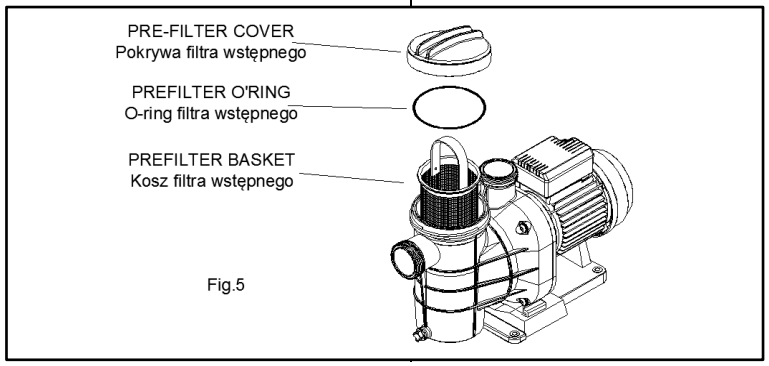

Fig.5
1. Open the lid of the pre-filter (Fig. 5).
4. Close the pre-filter without forgetting to place the joint in their seat. (Fig. 5)
1. Otworzyć pokrywę filtra wstępnego (rys. 5).
4. Zamknąć filtr wstępny, pamiętając o prawidłowym osadzeniu uszczelki (rys. 5).
- In models with pre-filter, the pre-filter basket should be regularly cleaned in order to avoid pressure drops. To avoid breakage of the basket, you should not hit during the cleaning process. Every time you open the pre-filter, clean the joint and the seat of the joint of any impurities, to ensure a good sealing when shutting the lid. (Fig.5).
Nie wolno uderzać w kosz podczas czyszczenia, ponieważ może pęknąć. Przy każdym otwarciu filtra wstępnego należy oczyścić uszczelkę oraz jej gniazdo ze wszystkich zanieczyszczeń, aby po zamknięciu pokrywy była ona szczelna (rys. 5).